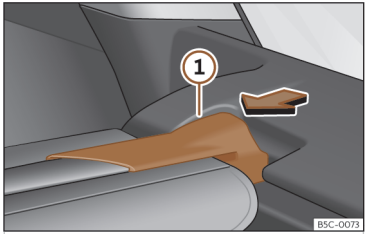

Abb. 176 Im Kofferraum: Abdeckung ausbauen.
- Drücken Sie die Aufhängung der Abdeckung ››› **(Abb. 176)** ① in Pfeilrichtung.
- Lassen Sie die Aufhängung der Abdeckung ››› **(Abb. 176)** ① auf der anderen Seite in der Aufnahme einrasten.